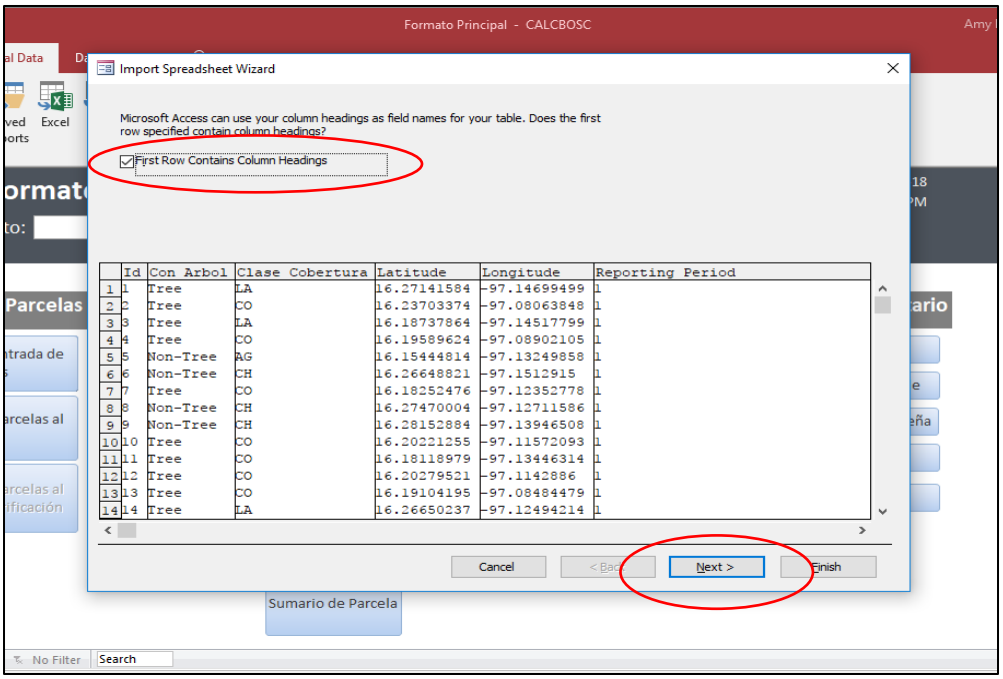

Figure 57. Importing an Excel Document Step 3
4.3 After locating the correct excel document, click [Ok]. The next screen should ask whether the first row contains column headings, make sure the box is checked, then click [Next] (Figure 57).